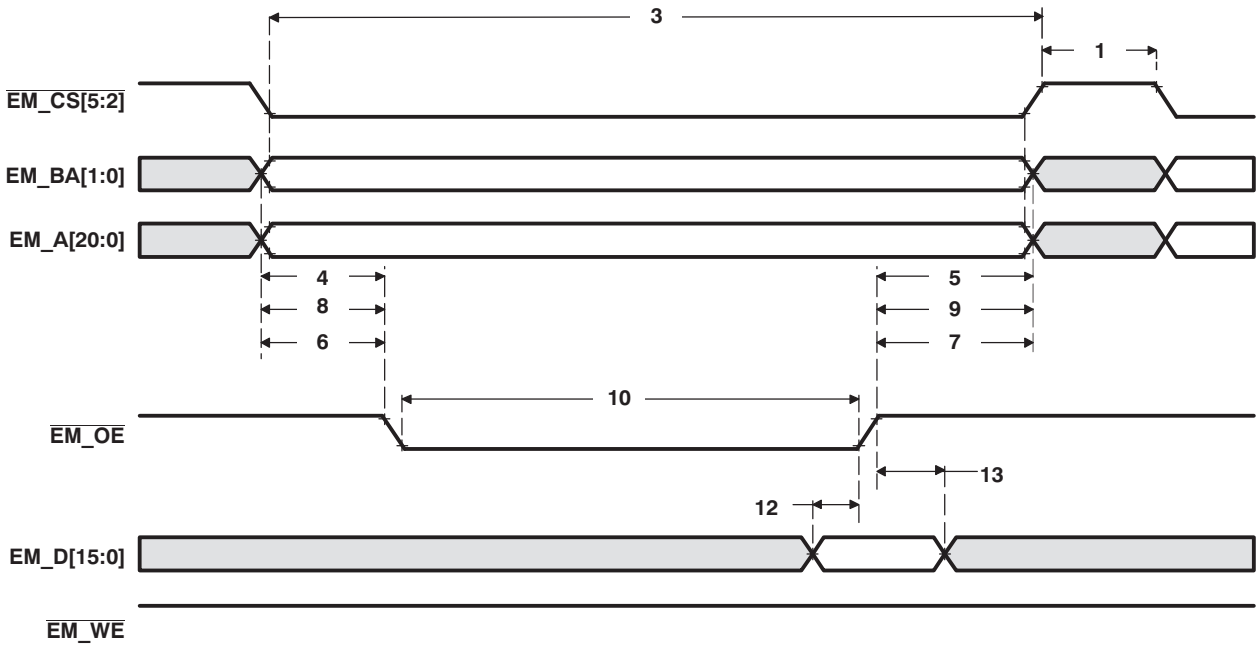
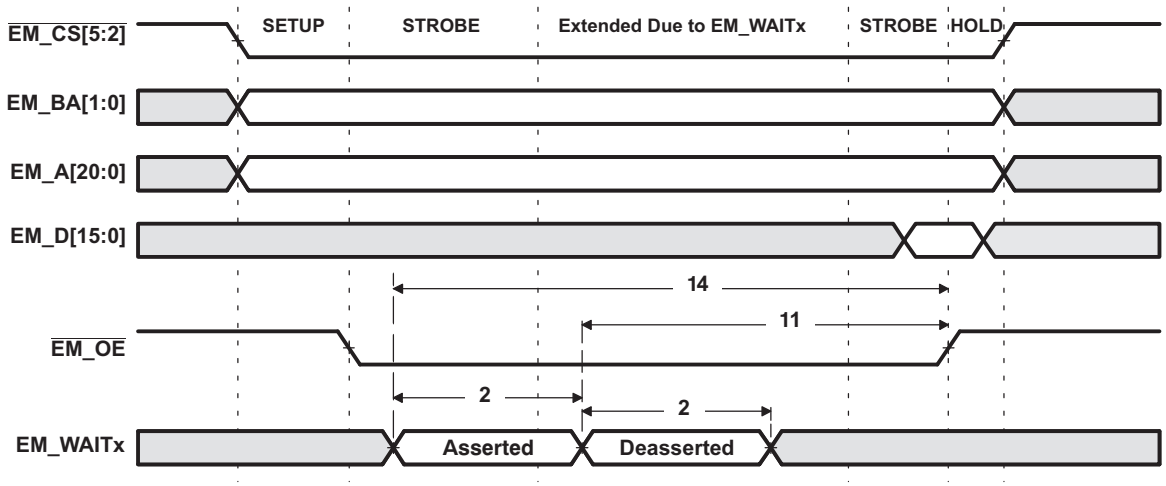
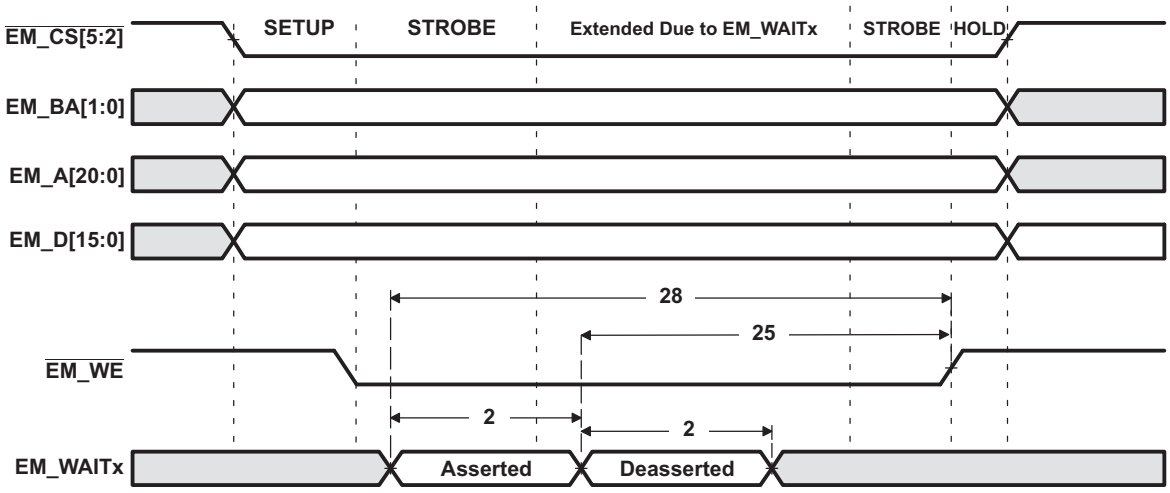

Figure 5-18. Asynchronous Memory Read Timing for EMIF
Figure 5-20. EM_WAITx Read Timing Requirements
Figure 5-21. EM_WAITx Write Timing Requirements
Table 5-18. Timing Requirements for EMIF Asynchronous Memory[1][2] (see Figure 5-18, Figure 5-20, and Figure 5-21)
(1) Timing parameters are obtained with 10pF loading on the EMIF pins.
(2) E = SYSCLK period in ns. For example, when SYSCLK is set to 100/120 MHz, E = 10/8.33 ns, respectively.
(3) Setup before end of STROBE phase (if no extended wait states are inserted) by which EM_WAITx must be asserted to add extended wait states. Figure 5-20 and Figure 5-21 describe EMIF transactions that include extended wait states inserted during the STROBE phase. However, cycles inserted as part of this extended wait period should not be counted; the 4E requirement is to the start of where the HOLD phase would begin if there were no extended wait cycles.
Table 5-19. Switching Characteristics Over Recommended Operating Conditions for EMIF Asynchronous Memory(1)(2) (3) (4) (see Figure 5-18, Figure 5-20, and Figure 5-21)
Table 5-19. Switching Characteristics Over Recommended Operating Conditions for EMIF Asynchronous Memory[1][2] [3] [4] (see Figure 5-18, Figure 5-20, and Figure 5-21) (continued)